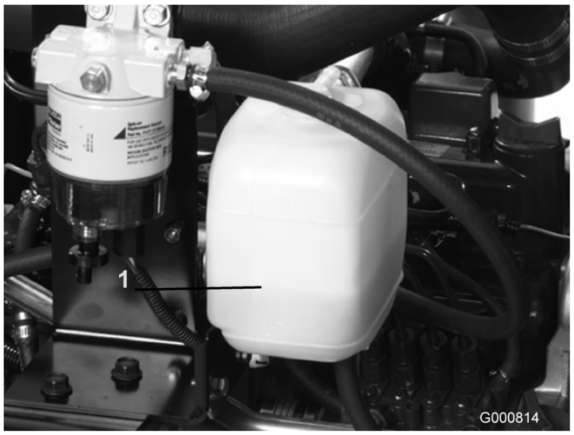

Figura 19
1. Togliete con cautela il tappo del radiatore e il tappo del serbatoio di espansione (Figura 19).
2. Controllate il livello del refrigerante nel radiatore e nel serbatoio di espansione (Figura 19).